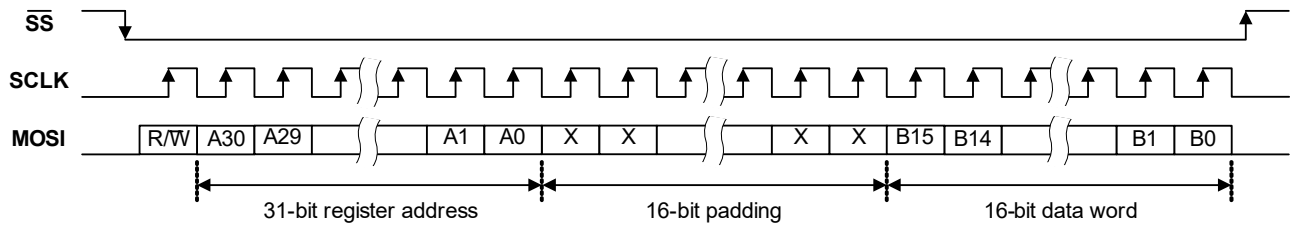
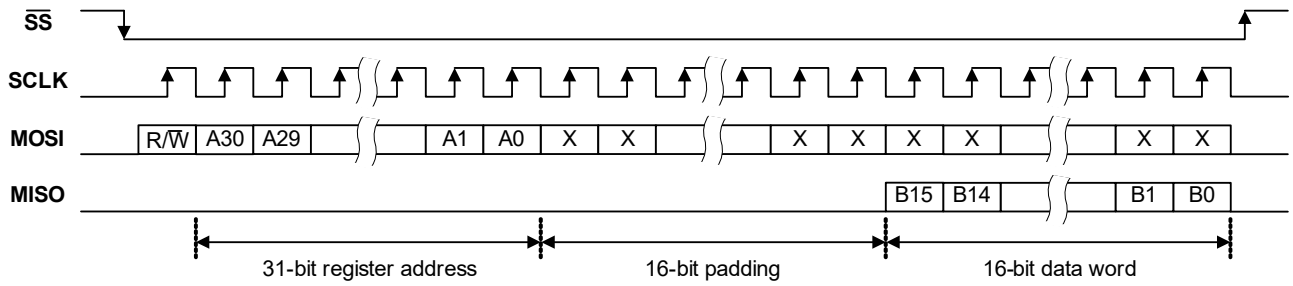

Figure 4-70. Control Interface SPI Register Write (16-Bit Data Words)
Figure 4-71. Control Interface SPI Register Read (16-Bit Data Words)
- Note that, in all cases, the complete SPI message protocol also includes a read/write bit and a 16-bit padding phase (see Fig. 4-70 and Fig. 4-71 below).
The SPI protocol is shown in Fig. 4-70 and Fig. 4-71. Note that 16-bit data words are shown, but the equivalent protocol also applies to 32-bit data words.
Fig. 4-70 shows a single register write to a specified address.
Fig. 4-71 shows a single register read from a specified address.